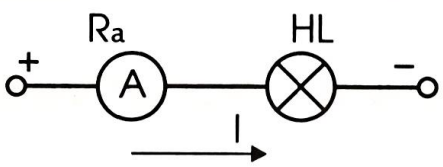

Рис. 2
1. Соберите электрическую цепь по рис. 2 и определите силу тока I в цепи.